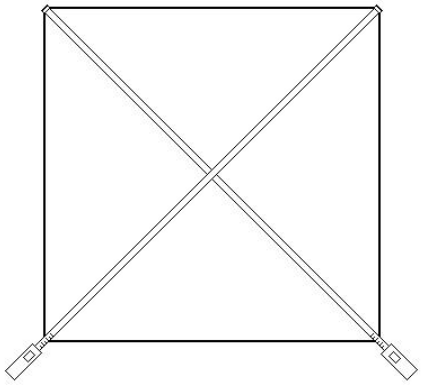

FIGUUR 3 (2)
1.6 FIGUUR 3 toon 'n sekere meetproses met behulp van 'n meetband.